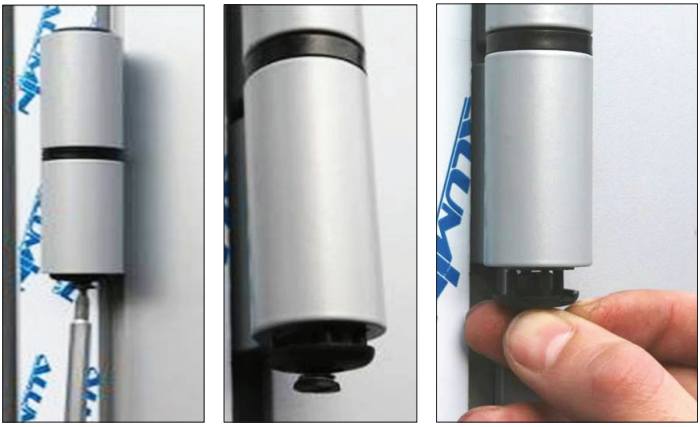

**Рисунок 19**
- снять заглушку полупетли, для чего при помощи отвертки повернуть подпружиненную фиксирующую кнопку (рисунок.19);